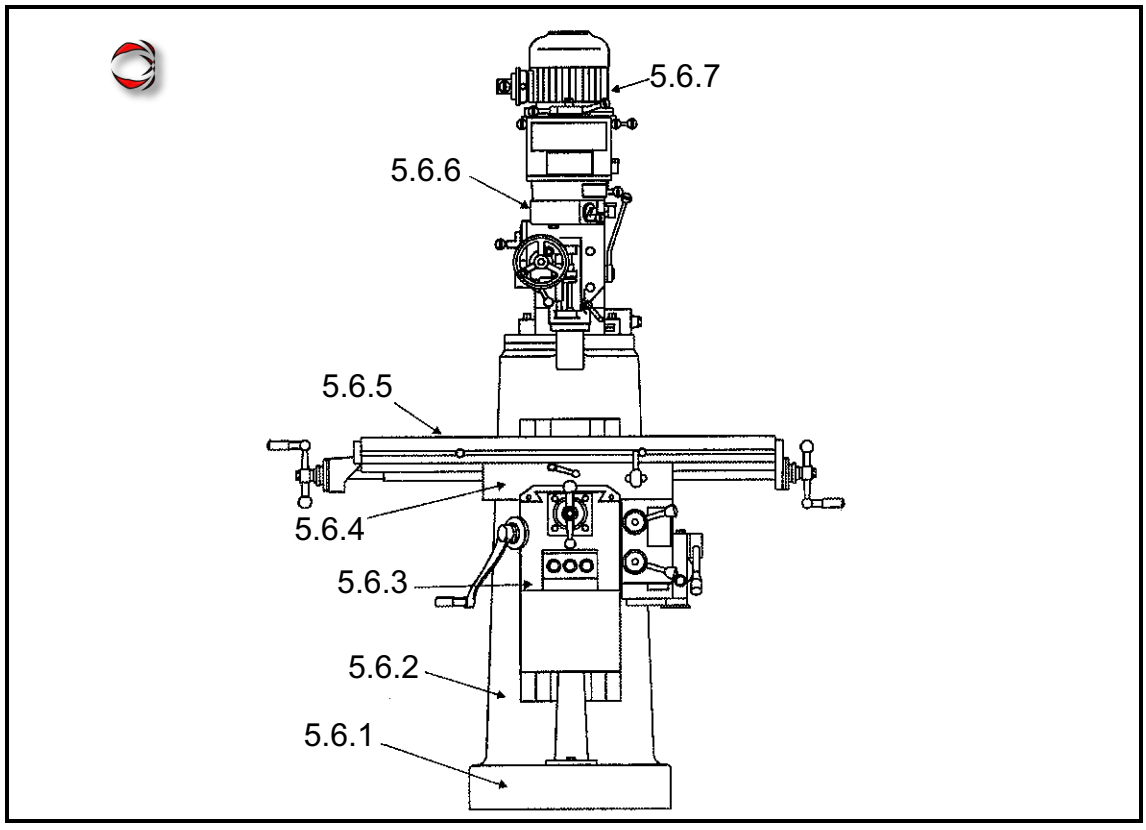

FIGURE 3
5.6 FIGURE 3 shows a milling machine.